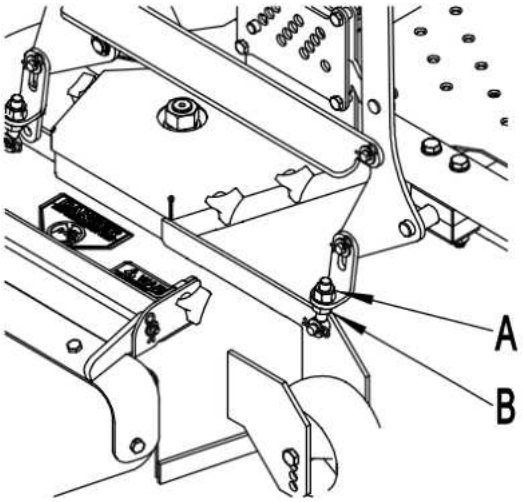

Рис. 18
7.2.7 Найдите гайку (A) и гайку (B) регулировки уровня на подвеске каждой деки газонокосилки (См. Рис. 18).